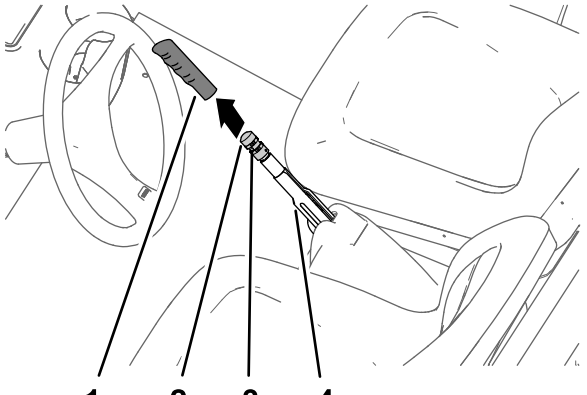

Figur 70
1. Ta bort handtagsgreppet från parkeringsbromsspaken (Figur 70).
2. Lossa ställskruven som håller fast bromsjusteringsvredet på parkeringsbromsspaken (Figur 70).
3. Vrid bromsjusteringsvredet så att det behövs en kraft på 133–156 Nm för att dra åt parkeringsbromsspaken (Figur 70).
4. Dra åt ställskruven och montera handtagsgreppet (Figur 70).
1. Ta bort handtagsgreppet från parkeringsbromsen (Figur 70).
2. Lossa ställskruven (Figur 70) som håller fast bromsjusteringsvredet på parkeringsbromsspaken, frigör parkeringsbromsen och lossa på bromsjusteringsvredet.
5. Vrid bromsjusteringsvredet (Figur 70) så att det behövs en kraft på 133–156 Nm för att dra åt parkeringsbromsspaken.
C. Vrid bromsjusteringsvredet (Figur 70) så att det behövs en kraft på 133–156 Nm för att dra åt parkeringsbromsspaken.
- Dra åt ställskruven och montera handtagsgreppet (Figur 70).